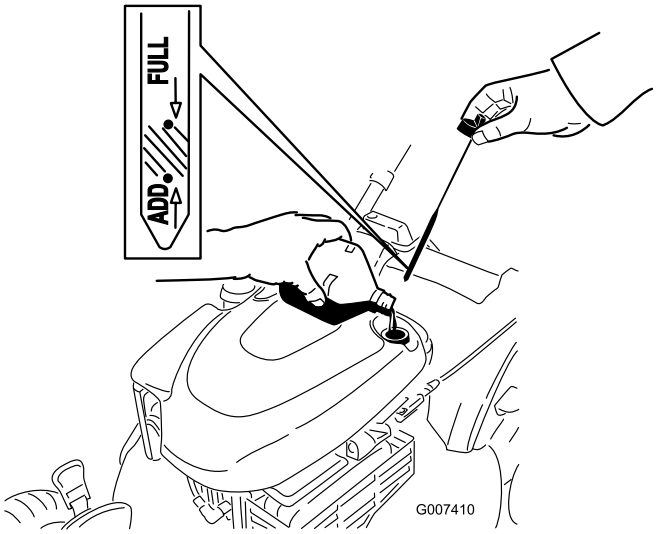

Figur 36
4. Fyll **långsamt** på olja i påfyllningsröret tills nivån når markeringen **Full** på oljestickan (Figur 36). **Fyll inte på för mycket.** (Maximal påfyllning: 0,59 l, typ: renande SAE 30-olja med API-klassificering SF, SG, SH, SJ, SL eller högre.)